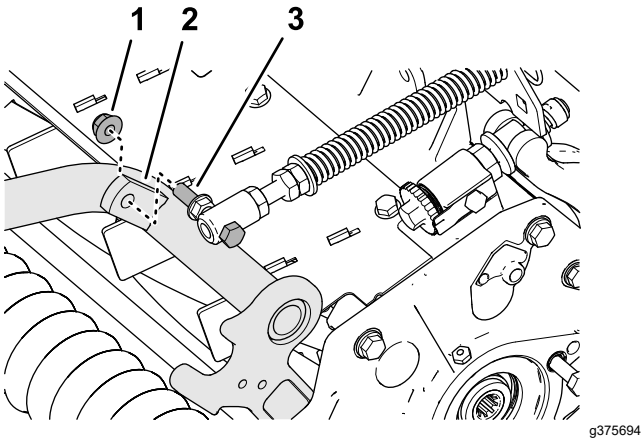

Figur 13
4. Fastgør maskinskruen til græskompensator-fjederen til den højre tap på for bærerammen (Figur 13) med flangelåsemøtrikken (⅜").